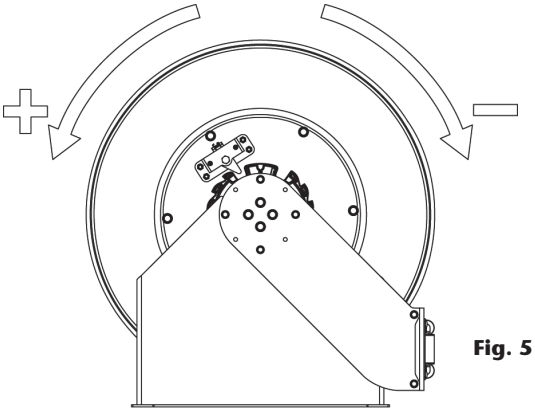

Fig. 5
6. Apply the pre-tension to the power spring by turning the spool the number of turns indicated below, depending on the power spring version and the hose length (fig. 5):
4. Turn the spool to increase or decrease the power spring tension (fig. 5).